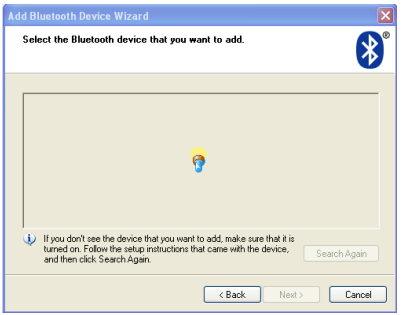

Figure 9
5) Tick the "My device is set up and ready to be found ", then the "Next" button is available to choose, click it to pop up dialogue box as Figure 9